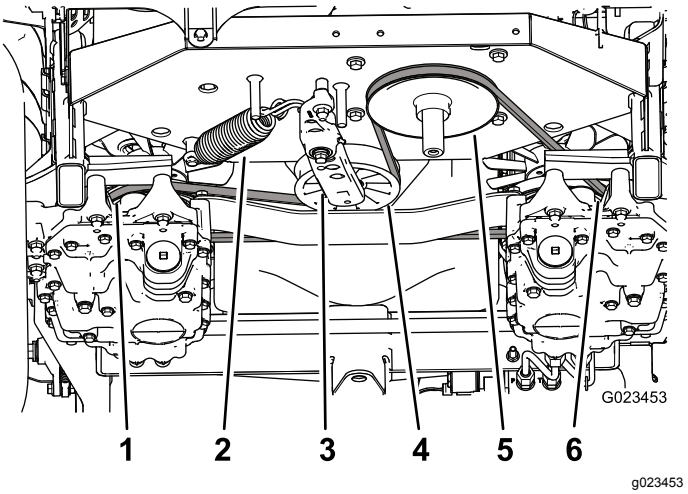

Рисунок 56
3. Вставьте ключ с храповым механизмом в квадратное отверстие рычага натяжителя, поверните в направлении, противоположном действию пружины натяжителя ремня (Рисунок 56), и снимите ремень с натяжного ролика.
4. Снимите крюк пружины натяжителя с рычага натяжителя и рамы (Рисунок 56).
9. Установите пружину на рычаг натяжителя и раму (Рисунок 56).